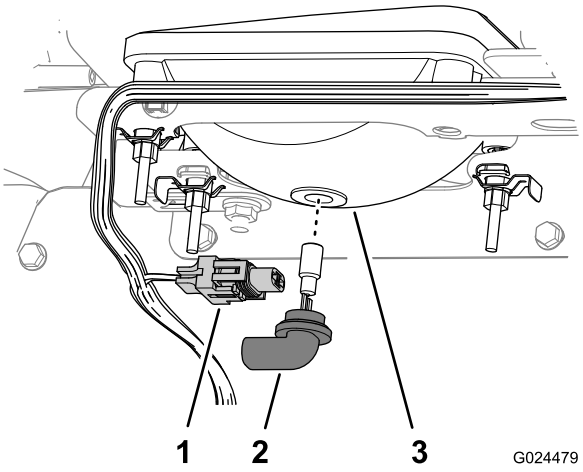

Figur 49
3. Koppla loss kablagets elektriska anslutning från lampans kontakt på baksidan av lamphuset (Figur 49).
4. Vrid lampenheten en kvarts varv motsols och dra den bakåt, ut ur lamphuset (Figur 49).
5. Sätt i den nya lampenheten och lamphuset och passa in flikarna på lampenheten efter skårorna i lamphuset (Figur 49).
6. Fäst lampenheten genom att vrida den ett kvarts varv medsols (Figur 49).
7. Anslut kablagets elektriska anslutning till den nya lampenhetens kontakt (Figur 49).